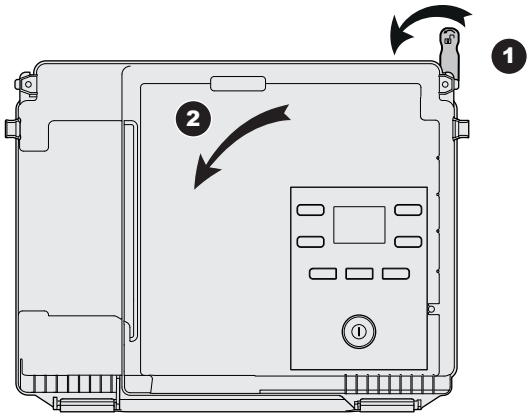

fig. 24 - Basculement du coffret électrique
- Déverrouiller pour abaisser le coffret électrique (❶/❷*fig. 24*).